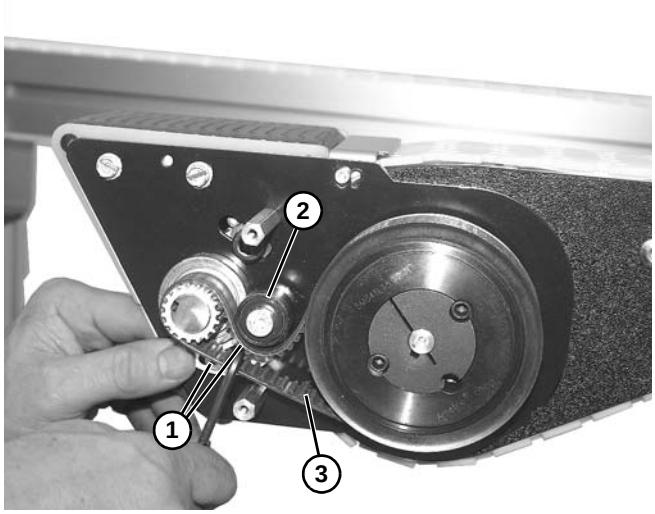

Figure 103
3. Loosen two socket head screws **(Figure 103, item 1)** holding tensioning pulley **(Figure 103, item 2)** onto timing belt **(Figure 103, item 3)**.
4. Remove timing belt **(Figure 103, item 3)** from assembly.